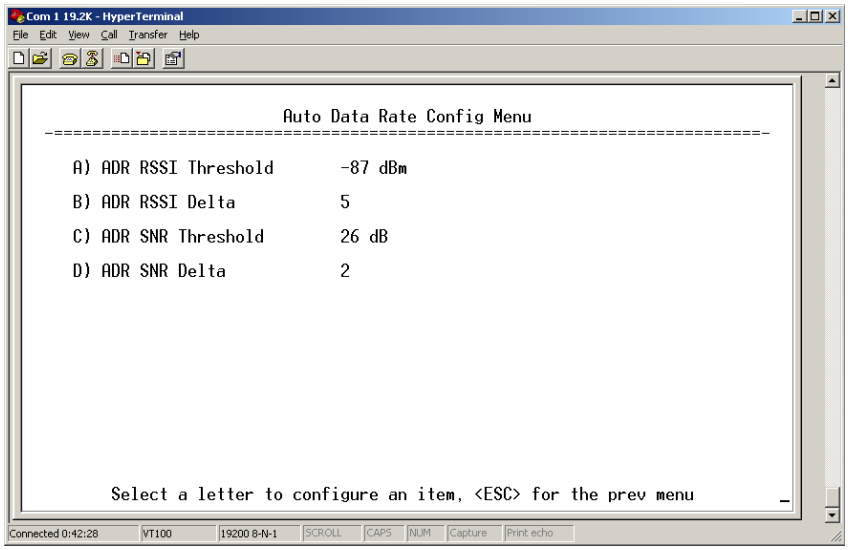

Figure 3-22. Auto Data Rate Submenu
- **Auto Data Rate Configuration**—This selection brings up a submenu as shown in Figure 3-22. For the settings in this submenu to have any effect, the Data Rate menu item(Page 53) must be set to **AUTO**.
The Auto Data Rate Configuration submenu consists of two threshold settings, each accompanied by a “delta” (amount of change) setting. Using the example of Figure 3-22, assume the current RSSI is -87 dBm. An RSSI reduction of more than 5 dBm (more negative RSSI number) would cause a data rate change from high speed to standard speed. Once the data speed has changed to standard speed, an RSSI *increase* to the level of -82 dBm would be required for the radio to switch back to high speed. This provides an operational “window” or hysteresis range over which the data speed stays constant despite minor changes in signal strength.
The SNR (signal-to-noise ratio) threshold and delta operate in the same manner described above, with the exception that the units are expressed in relative dB instead of dBm. In the example of Figure 3-22, a drop of 2 dB from a level of 26 dB would result in a data rate change from high speed to standard speed. For the radio to return to high speed, the SNR would need to increase to 28 dB. (*See Glossary for definition of SNR.)*
Figure 3-22 shows the default values for RSSI and SNR parameters but these may be changed to optimize performance in your environment. In properly designed systems, experience has shown that RSSI levels between -50 dBm and -90 dBm provide reliable operation, provided the signal-to-noise ratio is 17 dB or above. Tailoring the thresholds with these baseline values in mind, can provide improved performance in your system.